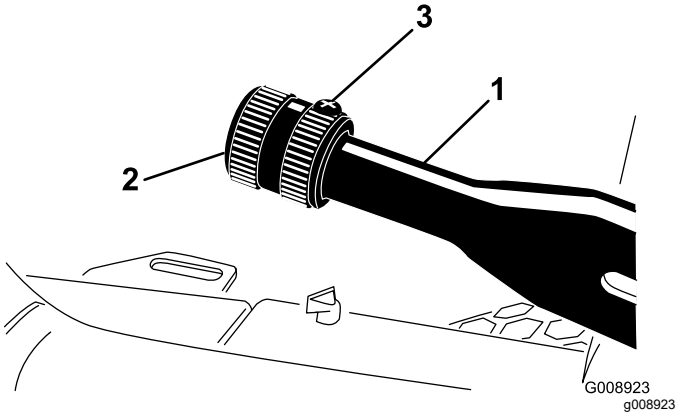

Figur 73
2. Lossa ställskruven som fäster ratten på parkeringsbromsspaken (Figur 73).